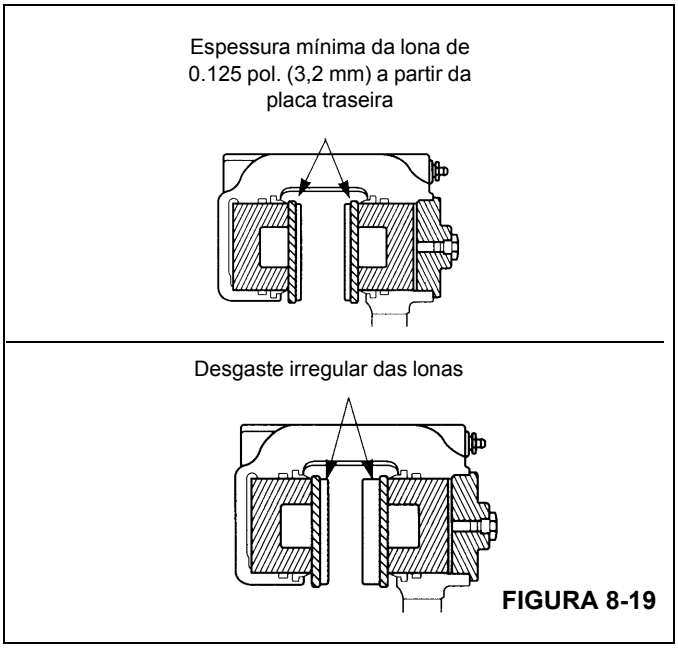

FIGURA 8-19
- Desgaste da lona: Substitua as lonas quando a sua espessura for inferior a 0.125 pol. (3,2 mm) a partir da placa traseira. Consulte Figura 8-19.
- Desgaste irregular das lonas: Substitua as lonas se a espessura das duas lonas for significativamente diferente. Verifique se os pistões estão operando corretamente. Substitua o pistão e/ou a carcaça se um pistão ficar preso no furo. Verifique se a superfície do disco está plana e paralela aos revestimentos. Consulte Figura 8-19.